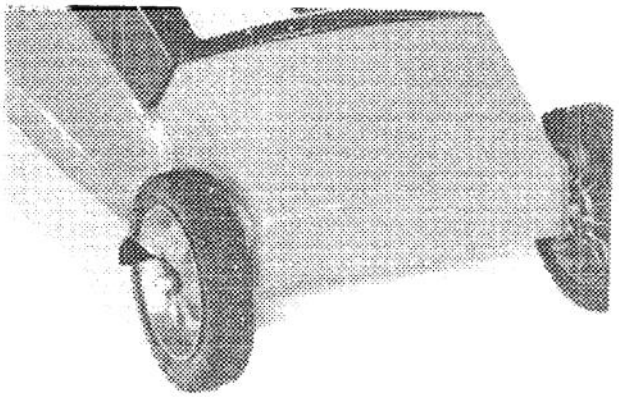

Figure 21
1. After every 25 hours of operation or at the end of the mowing season, whichever comes first, apply 2 or 3 drops of light oil to the outside of all the wheel spacers (Fig. 21). Spin the wheel to distribute oil into the wheel spacer. Wipe up any excess oil.